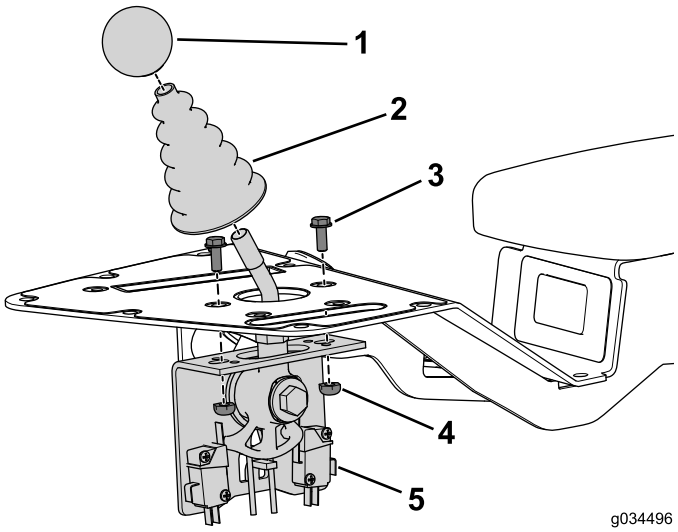

Bild 4
1. Entfernen Sie das Handrad von der Welle der Mähsteuerung und legen es zur Seite (Bild 4).
2. Entfernen Sie die Staubmanschette von der Welle der Mähsteuerung und legen sie zur Seite (Bild 4).
3. Entfernen Sie die zwei Schrauben und Muttern, mit denen die Mähsteuerung am Bedienfeld befestigt ist, und legen sie zur Seite (Bild 4).